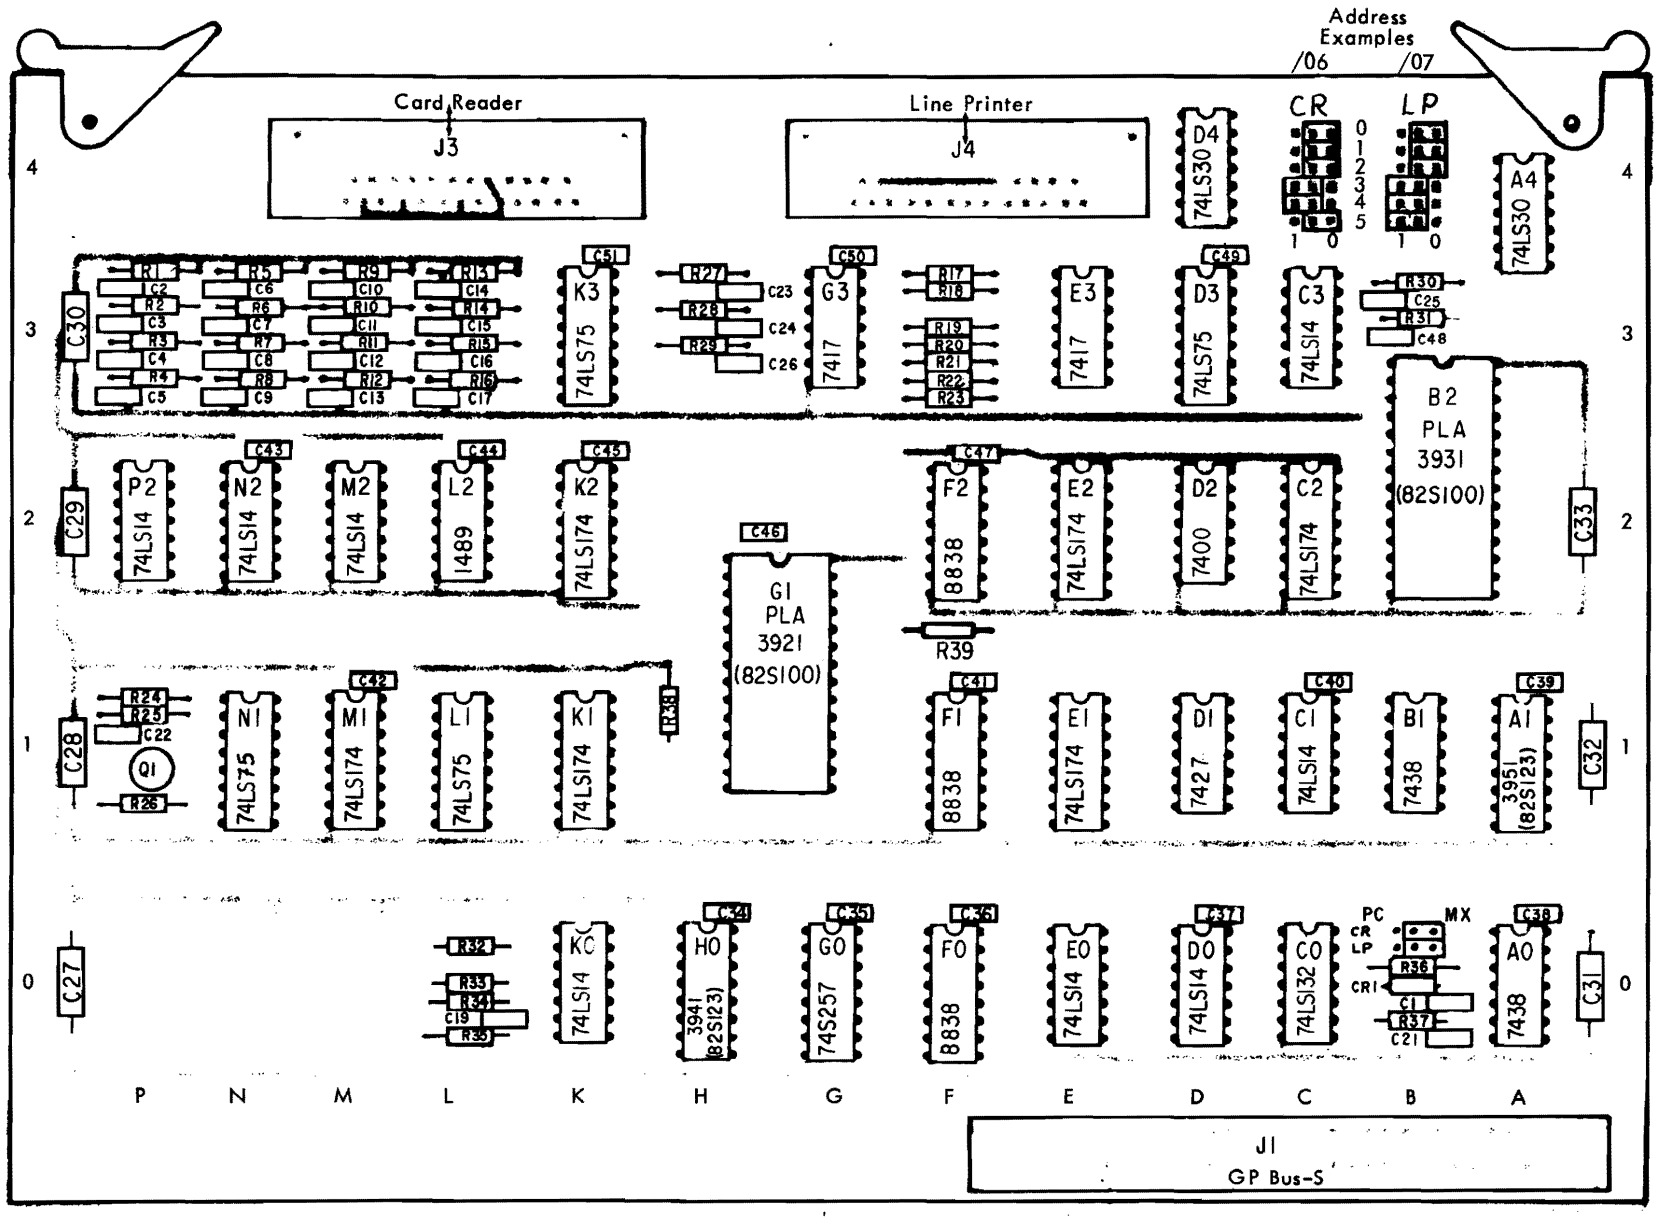

Figure 5-6 CRLPZ Card Layout
- Figure 5-6 — CRLPZ Card Layout.
- U-Link location for BR/IR (IOP/programmed channel) are shown on Figure 5-6.
- Components locations are shown on Figure 5-6.